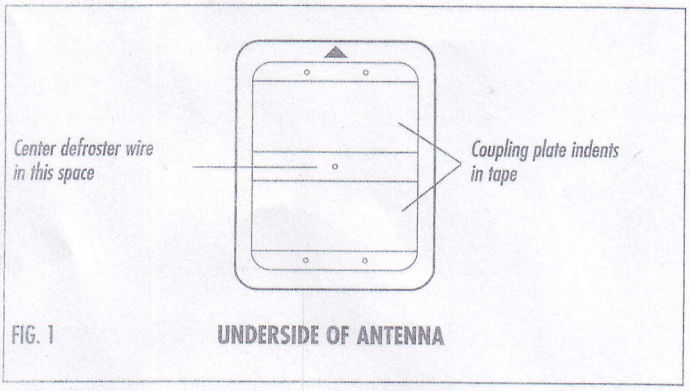

FIG. 1 **UNDERSIDE OF ANTENNA**
- To install antenna over defroster wires, the wires must be spaced at least one inch or more apart. Center the antenna over one wire, allowing it to pass between the horizontal coupling plate (see Fig. 1).